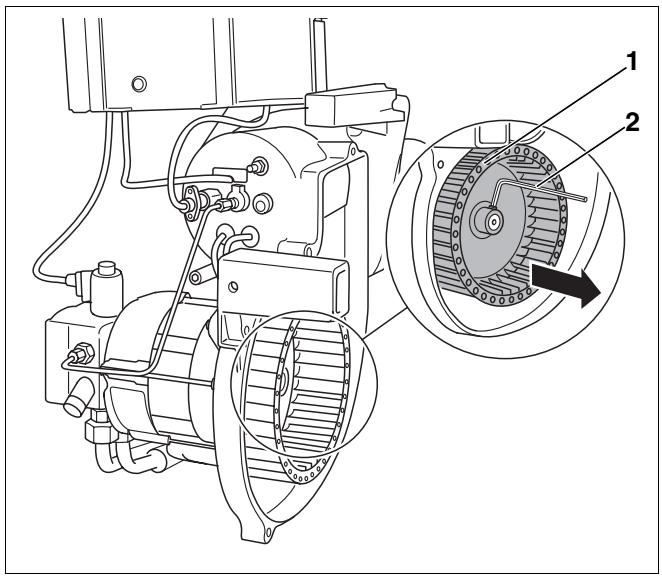

Afb. 30 Ventilatorrad controleren, eventueel reinigen
- Schroef het ventilatorrad (afb. 30, **pos. 1**) met een sleutel voor cylinderkopschroeven (afb. 30, **pos. 2**) los en trek het van de as.
- Monteer het ventilatorrad (afb. 30, **pos. 1**) weer.